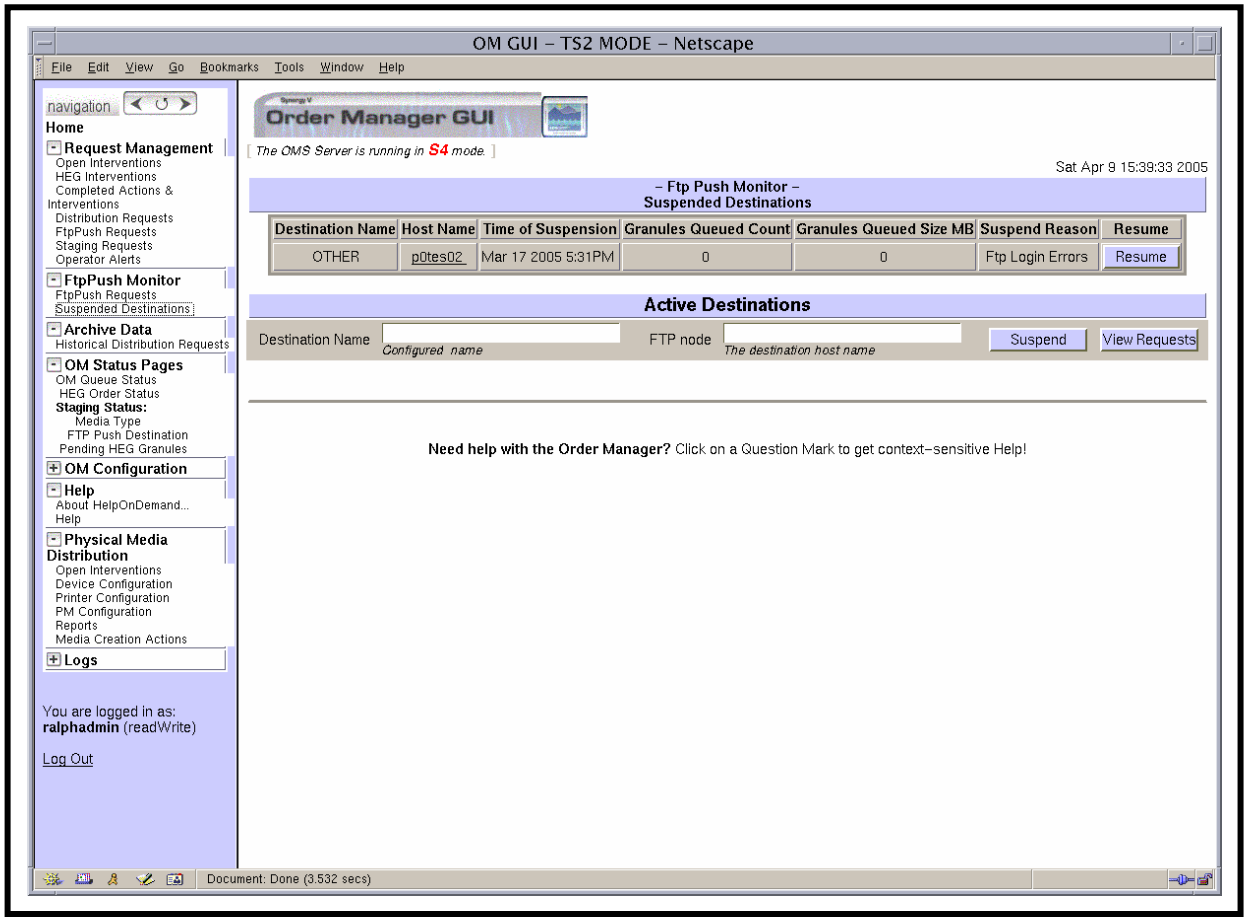

Figure 50. Suspended Destinations Page
The **Suspended Destinations** page (Figure 50) provides the full-capability operator with a means of viewing suspended FTP push destinations and a means of taking the following kinds of actions with respect to suspended FTP push destinations:
2 If the **Suspended Destinations** page (Figure 50) is not already being displayed, click on the **Suspended Destinations** link in the navigation frame of the **OM GUI**.
- The **Suspended Destinations** page (Figure 50) is displayed.